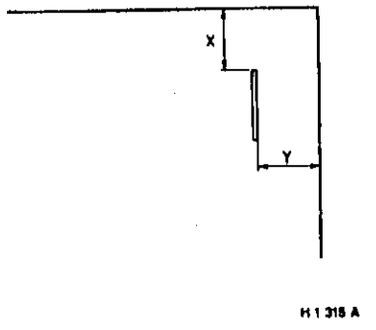

Рисунок 4. Определение настраиваемого размера
1. (Рисунок 4) Определите размер, который требует регулировки.